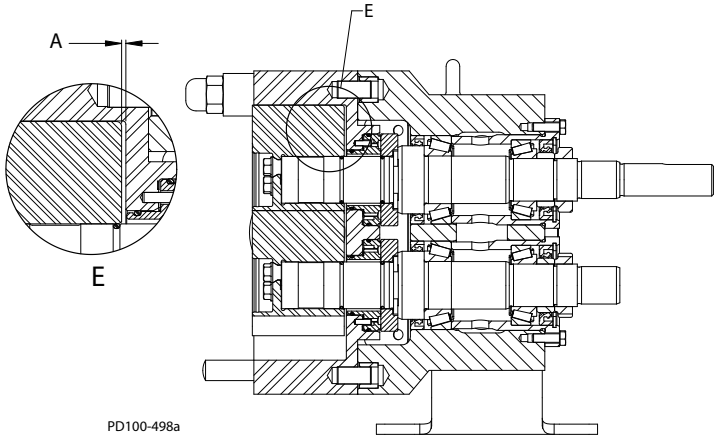

Afbeelding 57 - Speling tussen rotor en centrale deel
1. Meet de speling tussen de rotor en het centrale deel, zoals weergegeven op Beschrijving E, item A in Afbeelding 57. Noteer deze speling.